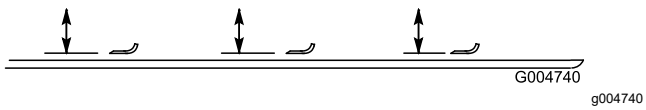

Figur 109
4. Rotera kniven tills ändarna är riktade framåt och bakåt och mät från klippenhetens insida till skäreggen framtill på knivbladet (Figur 109).